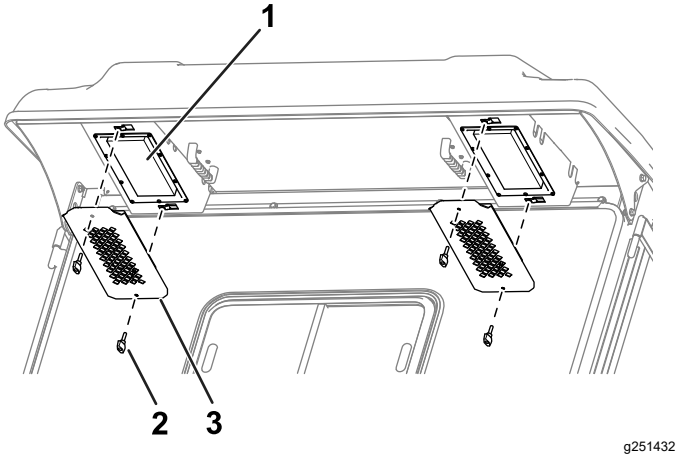

Figur 85
1. Ta bort vreden och gallren från hyttens bakre överhäng (Figur 85).
4. Montera filtren i hytten med hjälp av vreden och gallren (Figur 85).